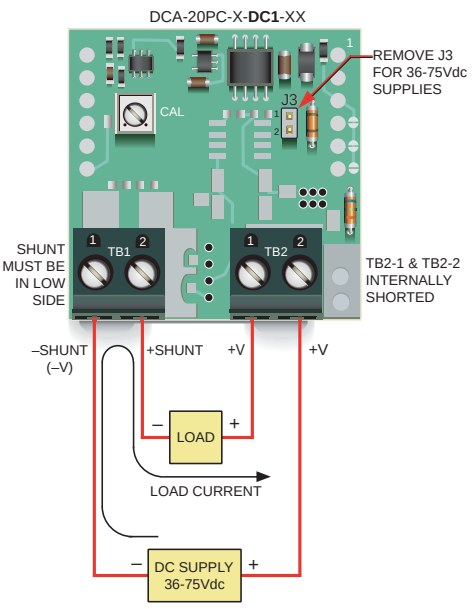

Figure 3. Low-Side Shunt Connections for "-DC1" Models Modified for 36-75Vdc Non-Isolated Power (See Technical Note 6)
6. **Operation With 36 to 75Vdc Power:** As shipped, all '-DC1' models' rated operating supply range is +5 to +40Vdc. However, '-DC1' models can be user configured for 36 to 75Vdc operation by removing (opening) jumper J3. Please note that this modification can only be performed on '-DC1' power models. Also, all '-DC1' models – including those that have been modified for 36-75Vdc operation – can only be connected in low-side, grounded-shunt applications. See Figure 3 for